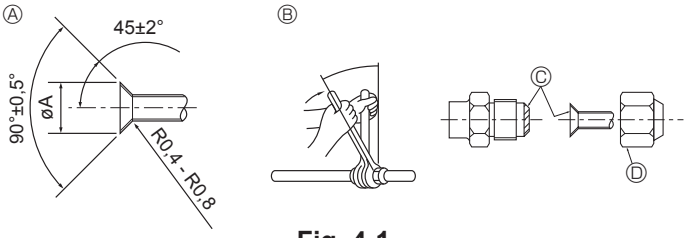

Fig. 4-1
4.2. Tubos de ligação (Fig. 4-1)